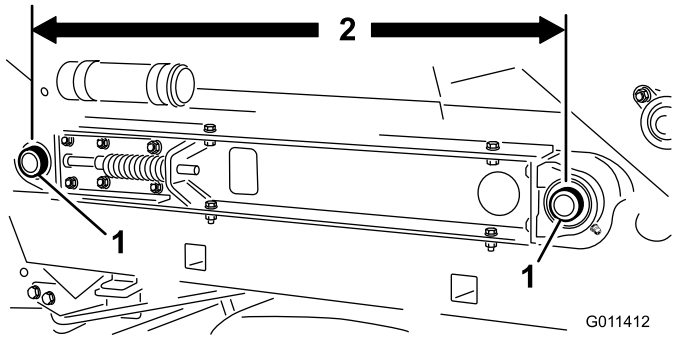

**Figuur 27**
3. Controleer of de middelste afstand tussen de rolassen van de transportband (Figuur 27) aan elke kant van de machine gelijk is (ongeveer 89,5 cm).